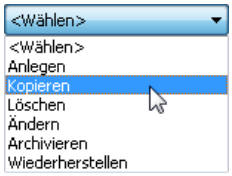

Bild 26.23 – Kopieren bzw. Duplizieren eines Logos
- Rufen Sie die *Logoverwaltung* auf. Klicken Sie das Quell-Logo an und wählen Sie im Listenmenü *Kopieren* (Abb. 26.23).